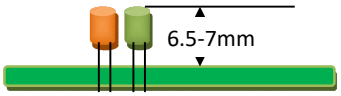

图 3
3) 红色及绿色 LED 插件指示灯焊接高度为 6.5-7mm（见图 3）